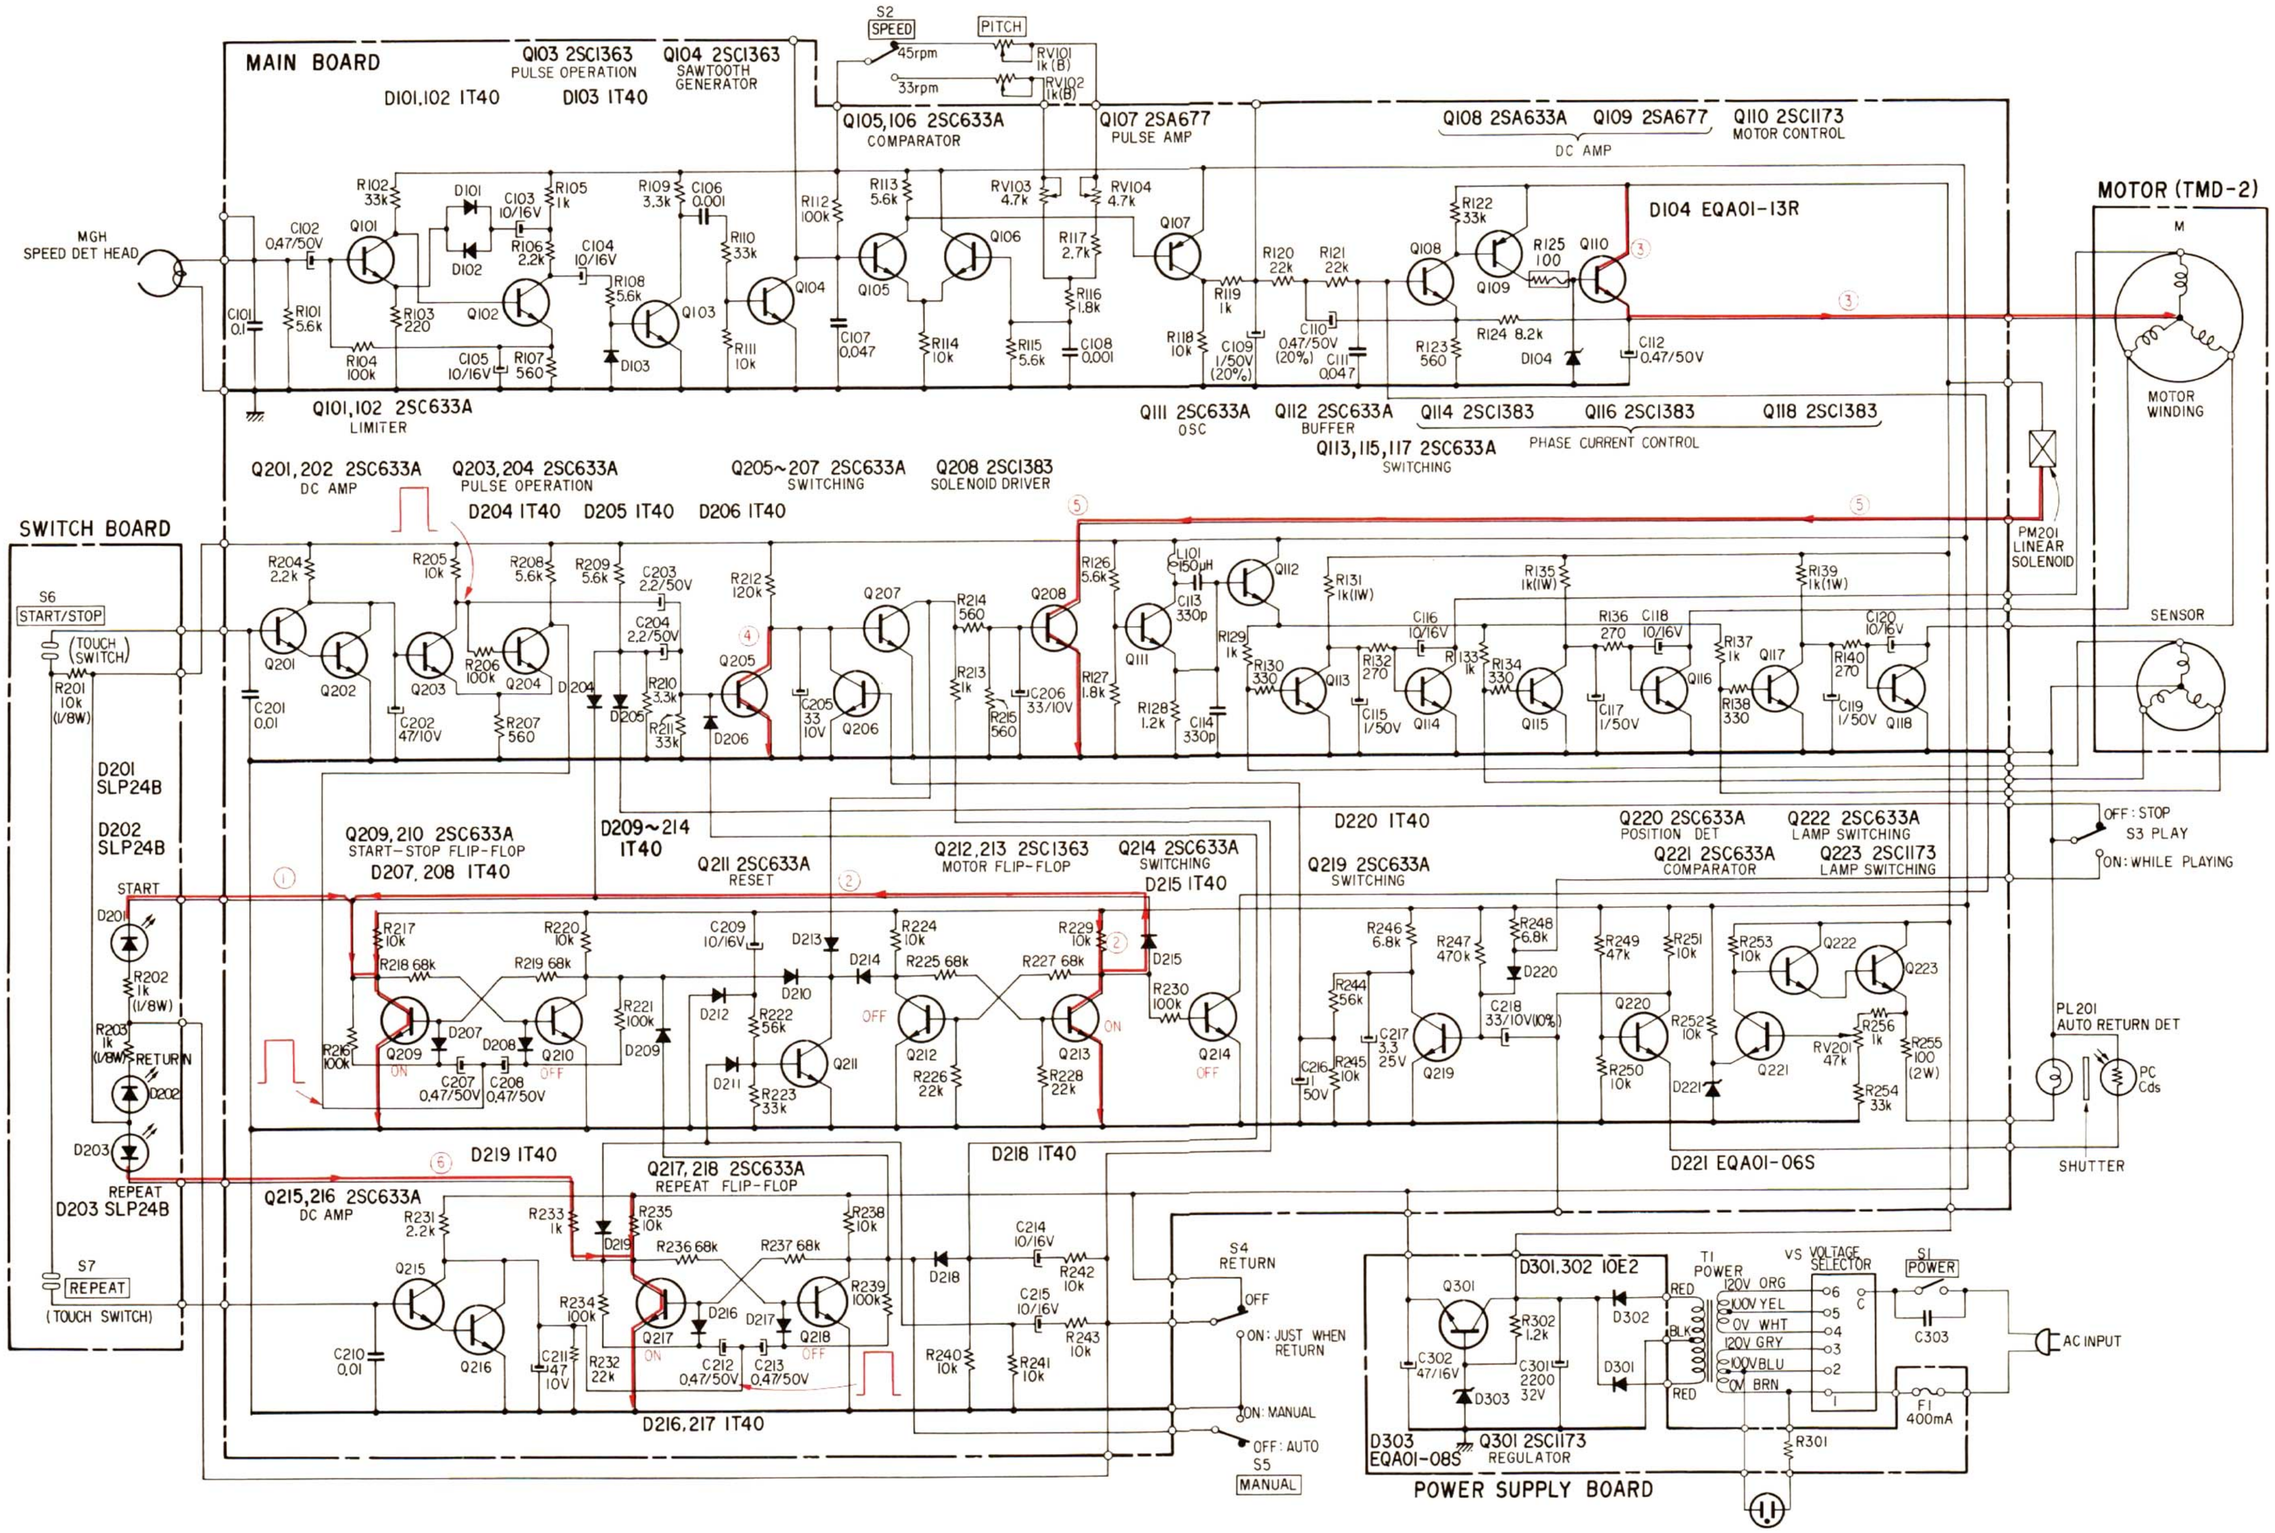

Fig. 2-7.
2. Operation for auto-start (see Fig. 2-7)
1. A negative trigger signal is generated on the collector of Q204 (which forms part of a Schmitt trigger circuit). This signal passes via C207 and C208 to invert the Q209, Q210 start-stop flip-flop. That is, Q209 is turned ON, and Q210 turned OFF. The same instant that Q209 is turned ON, the START indicator (LED) D201 lights up (1 in Fig. 2-7). As a result of the current (2 in Fig. 2-7) flowing through D215, the Q213 collector potential will drop, thus resulting in the inversion of the motor flip-flop Q212, Q213 (Q212 is turned OFF, and Q213 turned ON). Q214 is consequently turned OFF, thus starting the motor. (See current flow 3 in Fig. 2-7.)
2. A positive trigger signal is generated on the collector of Q203. This signal passes C203, and is applied to the base of Q205 which is thus turned ON. (See current 4 in Fig. 2-7.) With Q205 being turned ON, C205 will discharge, Q207 turns OFF, and Q208 turns ON. Current thus flows to the solenoid, which consequently activates the mechanism. Tonearm automatically lowers itself onto the record. (See current 5 in Fig. 2-7.)
4. **Operation when the START/STOP button (S6) is touched during the playing of a record.** (see Fig. 2-7)
1. If S6 is touched during the playing of a record, a positive trigger signal will be generated on the collector of Q203, just as in the case when the auto-start mechanism is activated. A current flows through the solenoid, the auto-return mechanism is activated, and the tonearm is returned to the arm rest. (See current flow ④ and ⑤ in Fig. 2-7.)
5. **Repeat operation** (see Fig. 2-7)
1. When switch S7 is touched, a negative trigger signal is generated on the collector of Q216, and is applied to the repeat flip-flop Q217, Q218 which is consequently inverted. That is, Q217 is turned ON, and Q218 turned OFF. And once Q217 is turned ON, the REPEAT indicator lamp (LED) D203 lights up. (See current flow ⑥ in Fig. 2-7.)
2-4. SCHEMATIC DIAGRAM (Fig. 2-7)